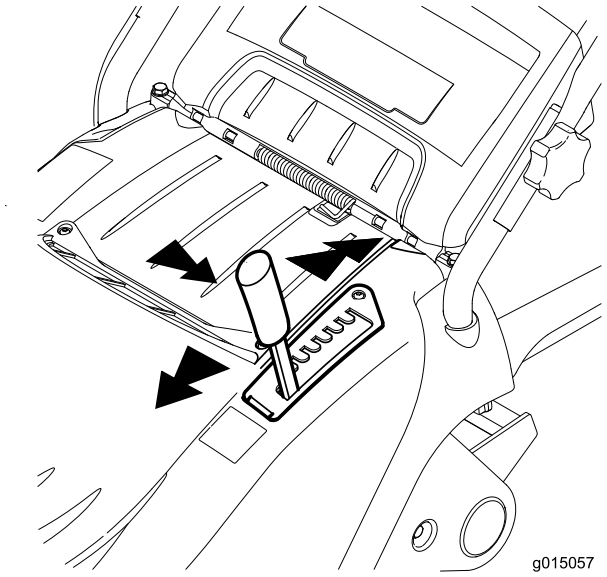

Figur 13
2. Dra ut klipphöjdsreglaget från det läge där den befinner sig i och flytta den framåt eller bakåt till önskat läge (Figur 13).